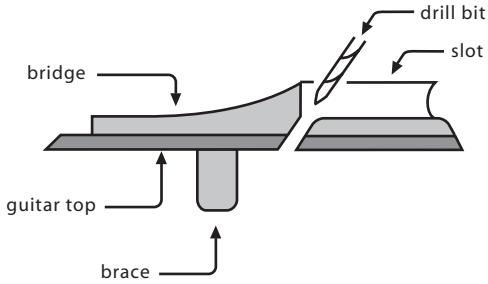

fig. 5
**Important:** The fit of the saddle in the slot is the single most important factor in this installation. It is crucial that the bottom of the slot and the lower surface of the saddle be flat to make even contact with the pickup. The saddle should fit loosely enough in the slot that it can be pulled out with your fingertips. It will then have a slight forward lean when the strings are under tension. It is absolutely necessary to compensate for this slight lean by sanding a tilt in the bottom of the saddle so it still sits flat on the pickup when the strings are at tension (see figure 5). If the saddle is too tight, binds at all or is too loose, this will have a negative effect on the string balance and output. Set the saddle in the slot, noting how much material must be removed to compensate for the thickness of the pickup. Sand the bottom surface of the saddle on a belt sander until the